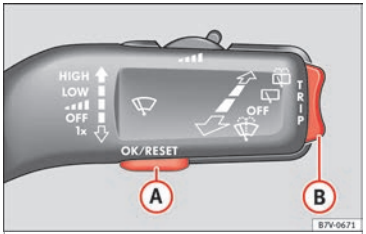
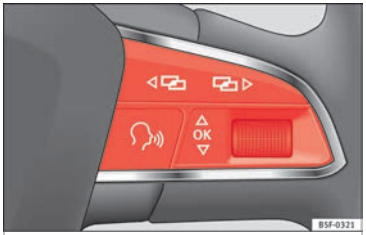

Fig. 44 Windscreen wiper lever: buttons to access the instrument panel menus
Fig. 45 Multifunction steering wheel: buttons to access the instrument panel menus
- If a message or vehicle symbol is displayed, press OK (››› Fig. 44 A or ››› Fig. 45).
- Press rocker switch ››› Fig. 44 B upwards or downwards, or, on the multifunction steering wheel, turn the thumbwheel until you reach the required menu option.